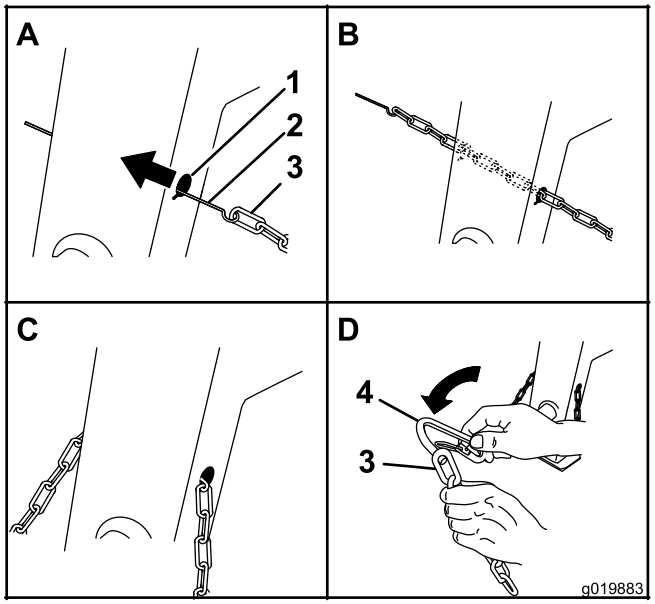

Figura 4
1. Forme un gancho en el extremo de un trozo de varilla flexible o alambre (no incluido) e introdúzcalo a través de ambos orificios en forma de bocallave de la pata delantera de la máquina (Figura 4).
2. Enganche la cadena de seguridad en la varilla o el alambre (Figura 4).
3. Tire de la varilla o del alambre con la cadena a través de ambos orificios en forma de bocallave (Figura 4).
1. Alinee el conector con el último eslabón de un extremo de la cadena de seguridad (Figura 4).
2. Pase el conector por el eslabón de la cadena hasta que se cierre (Figura 4).